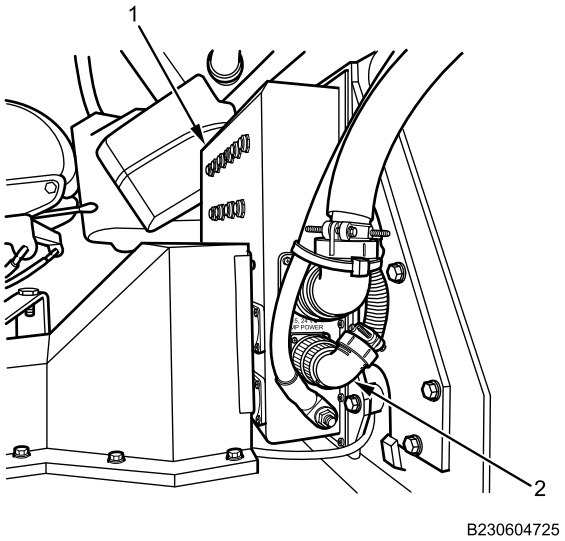

Figure 4. 24V Instrument Panel (IP) Feed Wiring Harness Connector.
2. Connect 24V IP feed wiring harness connector (Figure 4, Item 2) to PDM (Figure 4, Item 1). Install new cable lock straps.